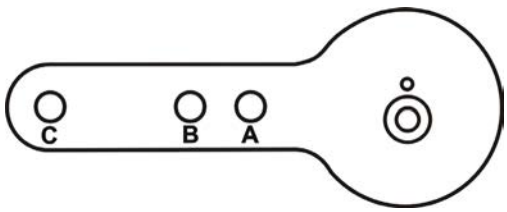

Figura 16 - Alavanca para atuador Multispring modelo 87/88
3. Selecione o furo de montagem A, B, C ou D para o curso da válvula. Por exemplo, o furo B é mostrado na *Figura 16* na página 45 para um atuador tamanho 10 com curso de 1,0". Salvo especificação contrária, a montagem do SVI II AP presume que o atuador está na posição vertical normal. O orifício de montagem na abertura entalhada do suporte de montagem tem de estar à esquerda quando está de frente para o atuador, com o atuador na posição vertical.
6. Fixe a extremidade direita da haste rosqueada na alavanca do SVI II AP usando um parafuso de 1/4 - 20x1” e uma porca, conforme mostrado. A posição do orifício da alavanca a ser usada depende do curso específico da válvula. Consulte a *Figura 16* na página 45 e a seleção de ligação da válvula recíproca, *Tabela 6* na página 46.